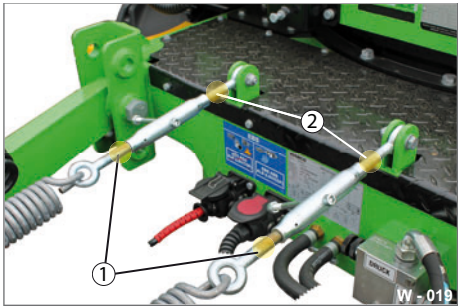

Abb. 15 Höheneinstellung schmieren
▶ Fetten Sie die Gewindebolzen (Abb. 15/1 & Abb. 15/2) rundum mit Maschinenfett ein.